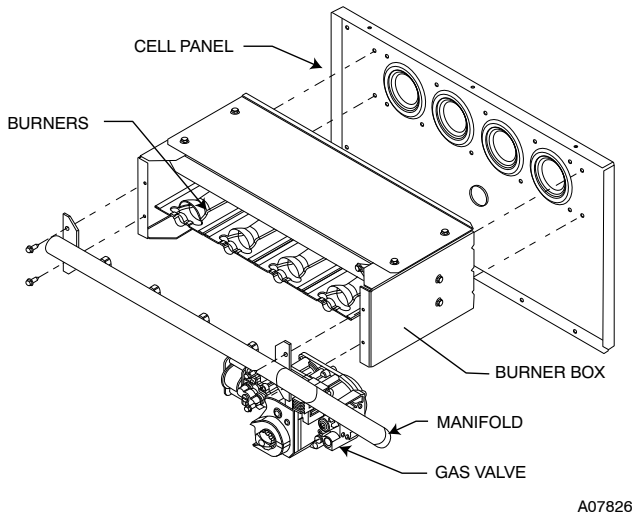

Fig. 4 - Burner Box Assembly
6. Remove screws that secure manifold to burner box. (See Fig. 4.)
5. Remove screws attaching burner box to cell panel. (See Fig. 4.)